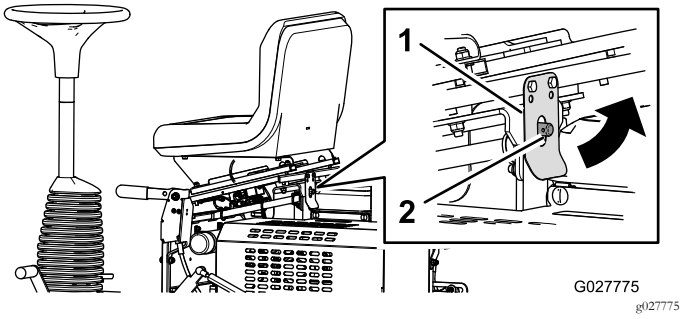

**Figur 20**
2. Åpne setelåsen, og vipp setet forover (Figur 20).